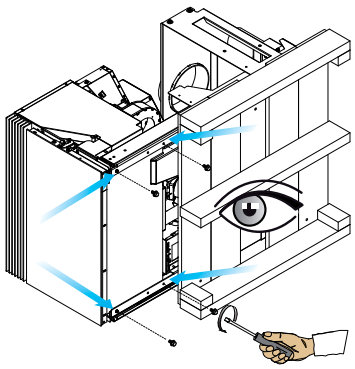

Abb. 6.1.5
5) Lösen Sie die vier Schienenbefestigungsschrauben an der unteren Wand des Ofeneinsatzes (Abb. 6.1.5).